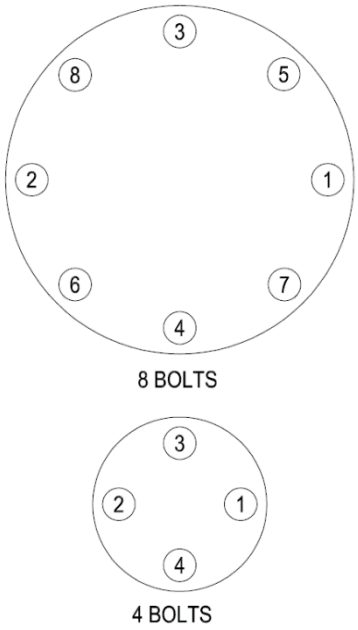

Figure 7 - Bolt Tightening Sequence
6. Using the crisscross pattern shown in Figure 7, apply torque in 4 steps of 25% increments. For example, if the torque required from Table 1 is 100 ft-lb, the torque should be applied in 25 ft-lb increments. Apply 25 ft-lb to each nut, then 50 ft-lb, then 75 ft-lb, etc.